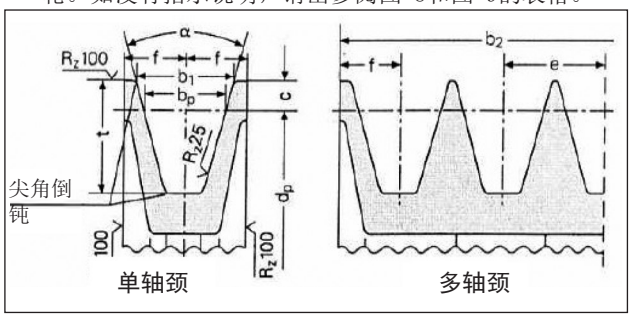

图 8
a) 使用皮带制造商说明/建议轴颈尺寸的V型皮带用皮带轮。如没有指示说明，请出参阅图 8和图 9的表格。